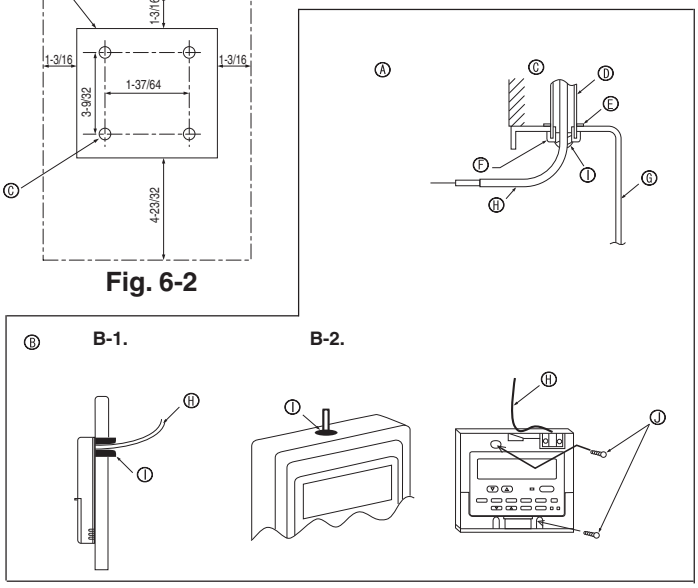

Fig. 6-3
(2) Sceller l'entrée de service du cordon de la télécommande avec du mastic pour éviter toute invasion possible de rosée, d'eau, de cafards ou de vers. (Fig. 6-3)
[Fig.6-3]